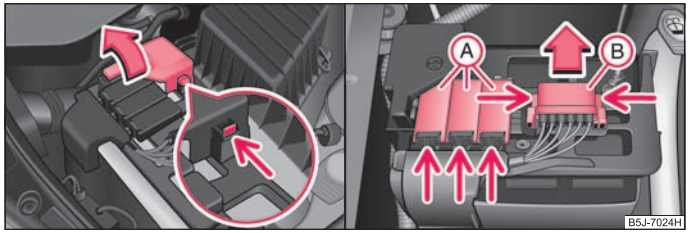

Fig. 165 Batería: Abrir la cubierta del polo positivo / tapa de fusibles
- Levante la cubierta del polo positivo (+) ⇒ fig. 165 - lado izquierdo.
- Presione las fijaciones de la cubiertas de fusibles Ⓐ ⇒ fig. 165 lado derecho, y abata las cubiertas.
- Algunos vehículos sólo disponen de la cubierta Ⓑ ⇒ fig. 165. ■